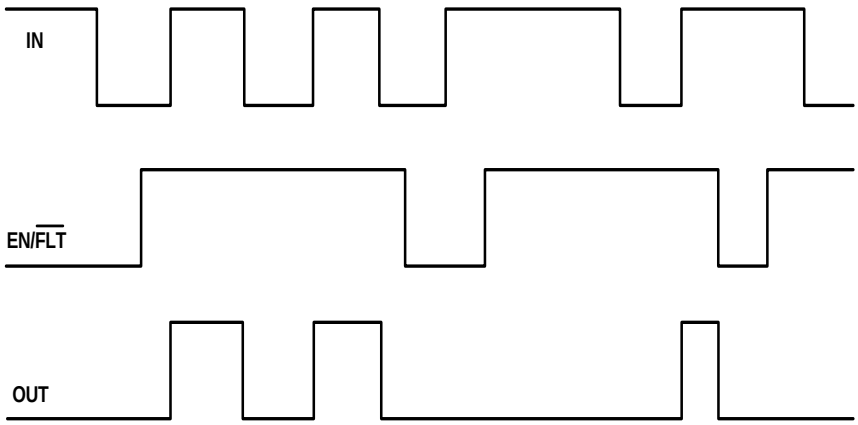

Figure 13 Input/output/enable pins timing diagram
The relationships between the input (IN), output (OUT) and enable (EN/$\overline{\text{FLT}}$) signals of the 1ED44173N01B are illustrated below in Figure 13.